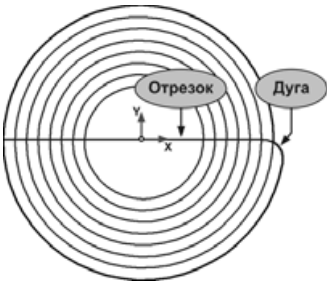

Рис. 8.22
- На этом построение эскиза закончено. Его окончательный вид показан на рис. 8.22. В нем должно остаться только два объекта: отрезок и дуга. Закройте эскиз.